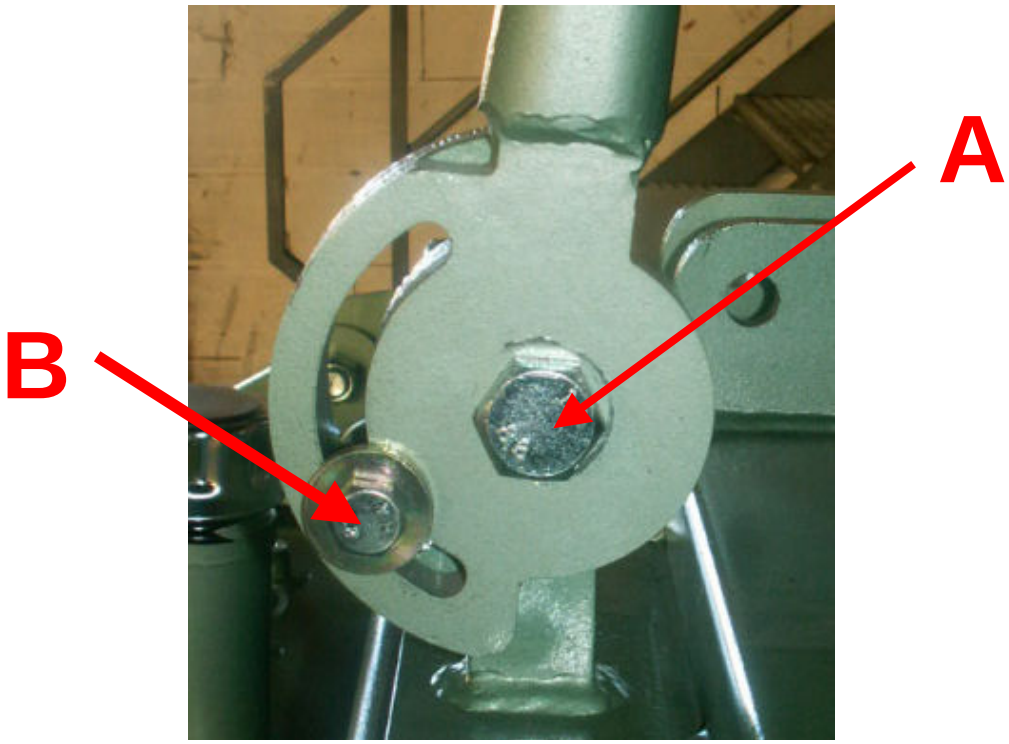

Figure 7
- Pour cela, desserrez légèrement la vis centrale (figure 7, repère A).
- Desserrez la vis de réglage (figure 7, repère B).